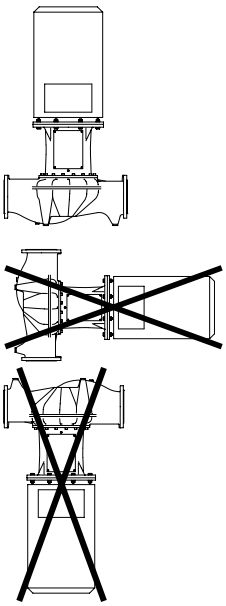

Рис. 40: Исполнение IL: допустимые/недопустимые варианты монтажа
- Монтажное положение: допускается только вертикальный монтаж (см. Рис. 40).